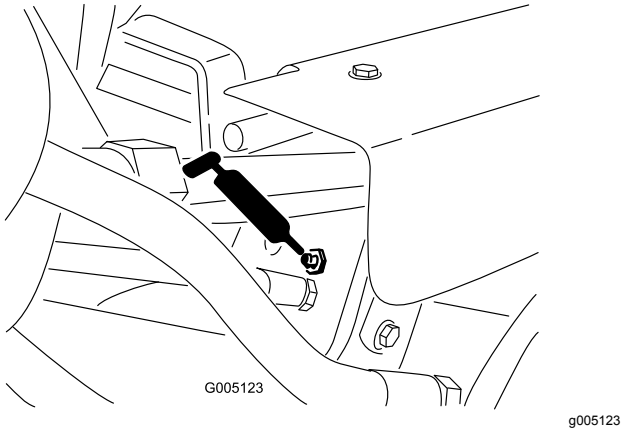

Figuur 41
- Hefcilinders (3) (Figuur 41)